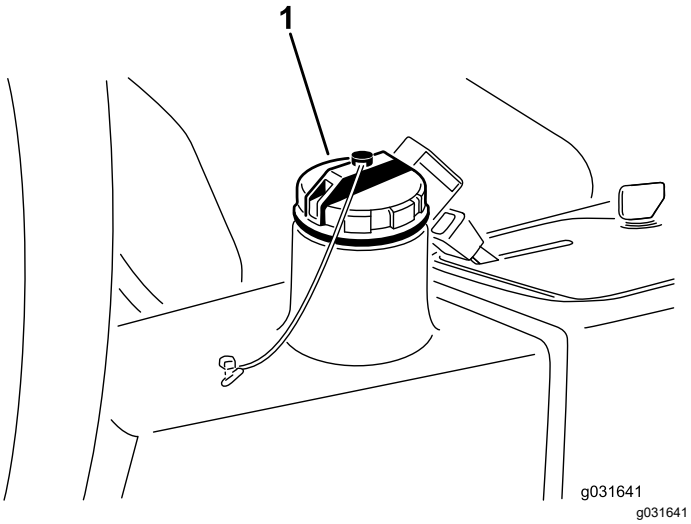

Figura 67
4. Encha o reservatório (Figura 67) com aproximadamente 13,2 litros de fluido hidráulico; consulte Especificações do fluido hidráulico (página 60) e Verificação do nível do fluido hidráulico (página 61).